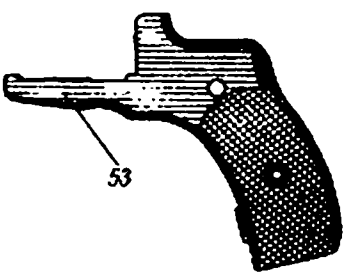

Рис. 22
1. Изгиб крышки (*53* на рис. 22).